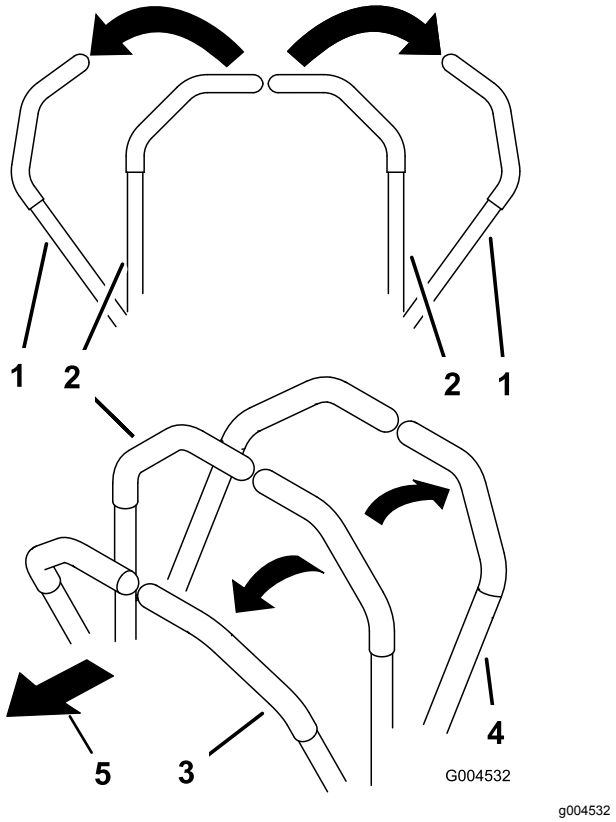

Рисунок 21
1. Переведите рукоятки управления в нейтральное фиксированное положение (Рисунок 21).